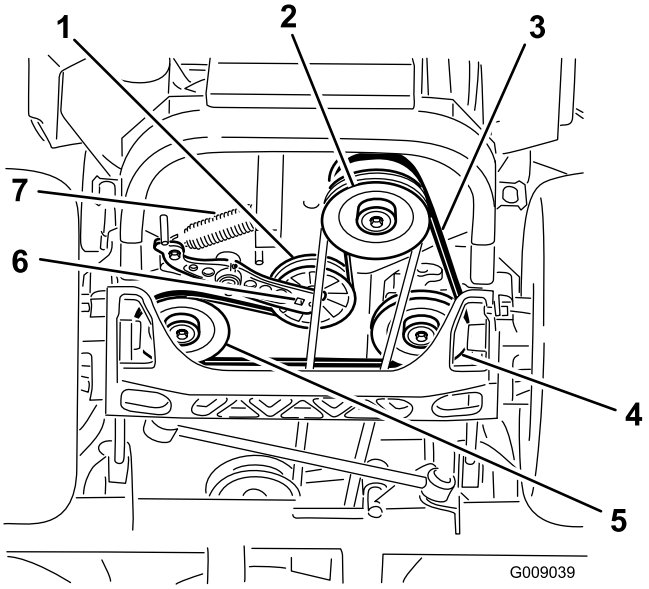

Figur 78
4. Höj upp maskinen och stötta upp den med domkrafter (Figur 78).
5. Använd en spärrhake i det fyrkantiga hålet i mellandrevsarmen för att ta bort mellanremskivfjädern (Figur 78).
6. Kroka av mellanremskivfjädern från ramen (Figur 78).
9. Använd en spärrhake i det fyrkantiga hålet i mellandrevsarmen för att montera mellanremskivfjädern på ramen (Figur 78).